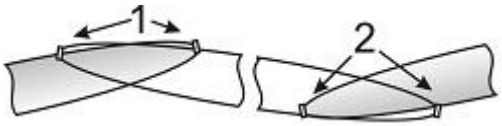

Рис. 4.8
4.13 Перекрытие ЗО при установке на местности с поворотами контролируемого рубежа, как условно изображено на рис. 4.8, достигается аналогично п. 4.10.